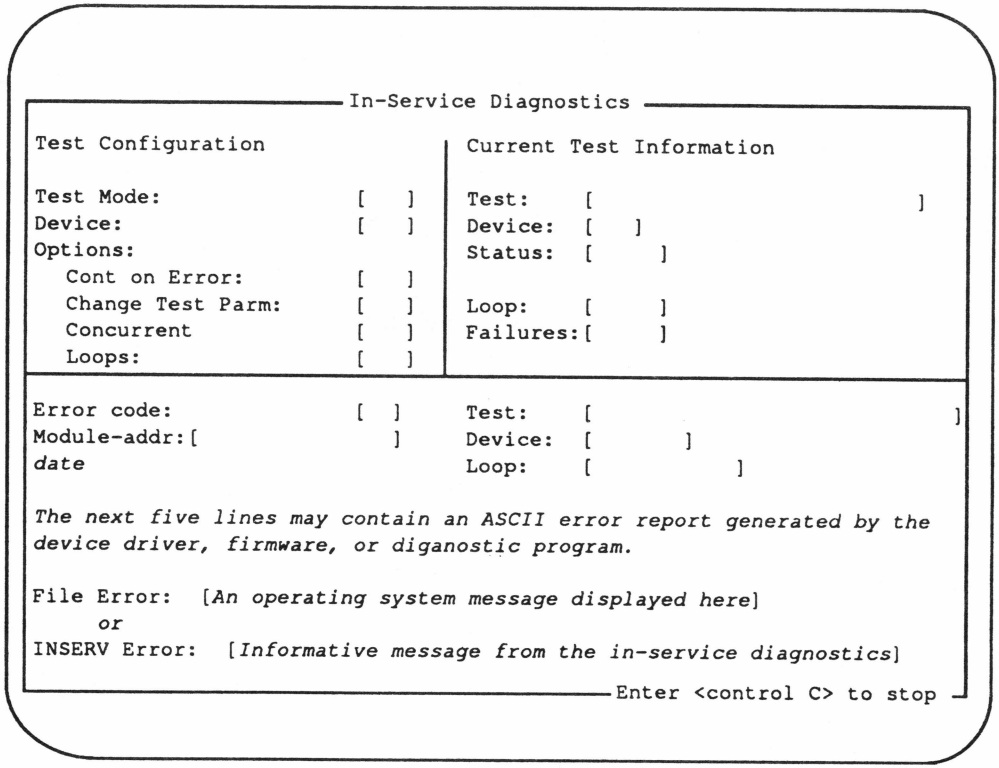

Figure 2-6. Test Report Screen for Native Tests (Example)
— Test Report screen - When performing native (peripheral) device tests (Figure 2-6)
- Test Report screen - When performing native (peripheral) device tests. See Figure 2-6.
Figure 2-6 is an example of the Test Report screen. This figure is an example only and does not explain any specific test condition or sequence.
Although the example Test Report screen (Figure 2-6) provides an accurate representation of error report format, it is not an example of any specific error report.